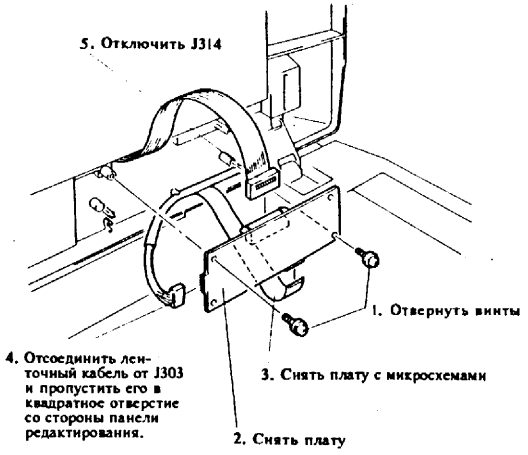

Рис.8 Снятие I/F платы для считывания карточки с интегральной схемой
(3) Снять I/F плату для считывания карточки с интегральной схемой (рис.8).